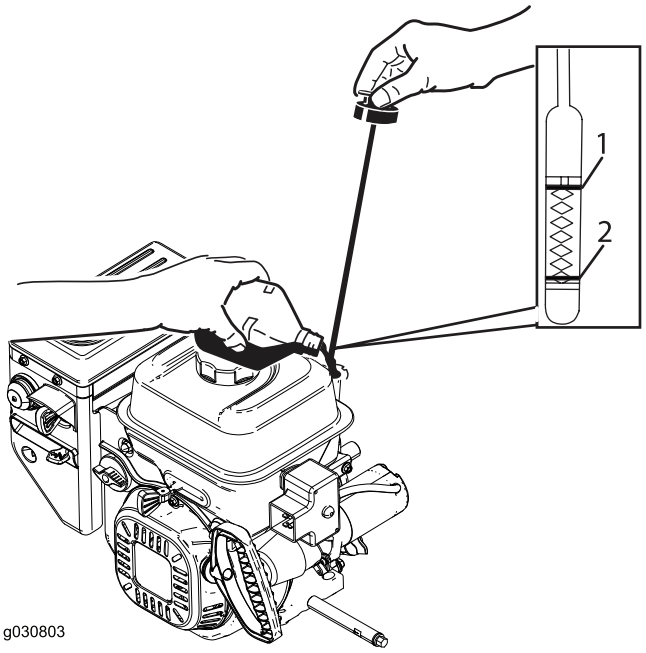

Figura 42
2. Rimuovete l'asta e controllate il livello dell'olio (Figura 42). Se l'olio non raggiunge la tacca Add, occorre rabboccare. Vedere 6 Riempimento del motore con olio (pagina 10).